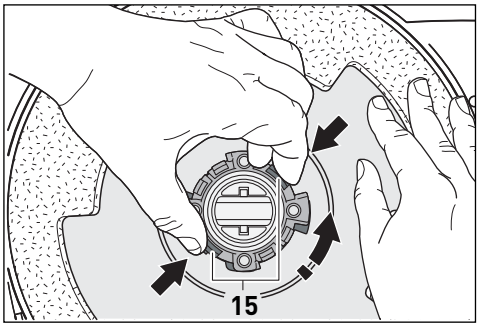

Figure 7
Changer le patin de sol - Figures 7, 8 & 9
Pour changer le patin, pressez les onglets du dispositif de retenue (15) vers l'intérieur entre l'index et le pouce. Faites pivoter le patin (13) dans le sens inverse des aiguilles d'une montre (figure 7). Retirez le patin.